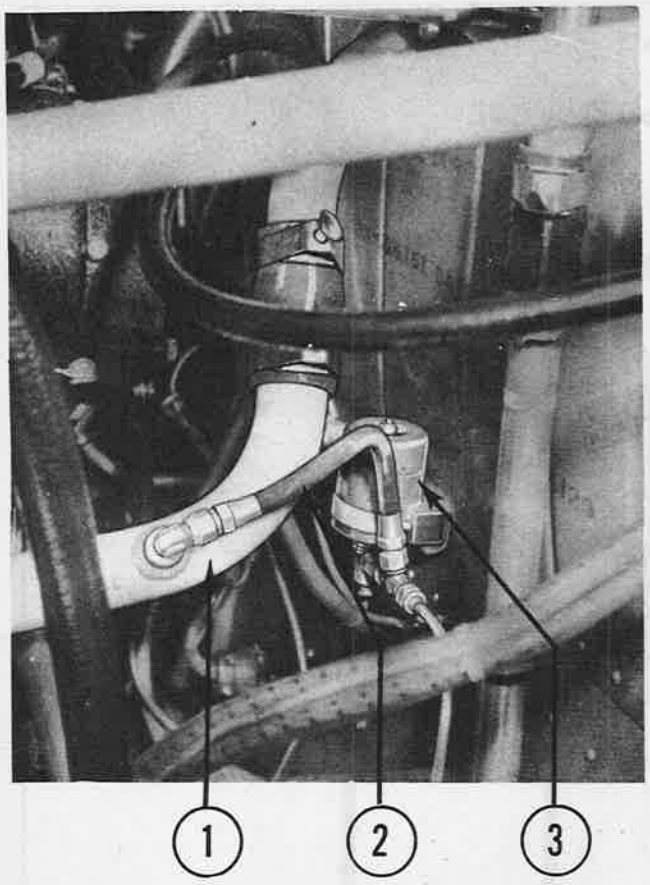

Figure 283—Oil Dilution Fuel Lines
j. OIL DILUTION SOLENOID VALVE. *(See figure 283.)*—An electrically-operated oil dilution solenoid valve, mounted on the fire wall, enables fuel to flow into the oil in the propeller feathering and the engine inlet lines. Thus, when a cold start is anticipated, the oil dilution switch energizes the solenoid which lifts the valve, allowing fuel to pass into the propeller feathering line and the engine inlet line. For more details, see paragraph 14.*i.*(5), "Electrical System."